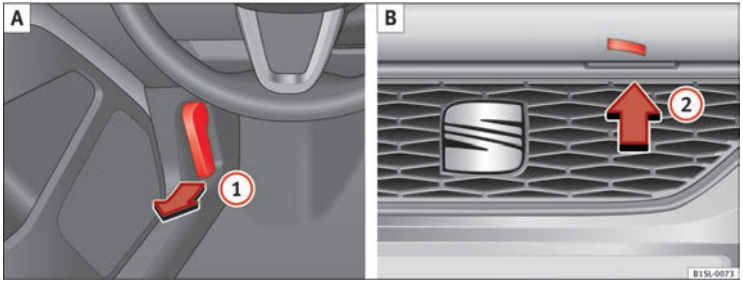

Fig. 111 A: Release lever in the footwell on the driver side B: Release lever on the bonnet
- Pull the release lever ① in the direction of the arrow ⇒ Fig. 111 **A**. The bonnet is released from the lock carrier by a spring mechanism ⇒ ⚠.
- Lift the bonnet up slightly while pressing the release lever ② **B** in the direction of the arrow to completely open the bonnet.
- Take out the bonnet support rod from its clip in the direction of the arrow ③ **C** and place it in the corresponding open position ④ **D** (arrow).